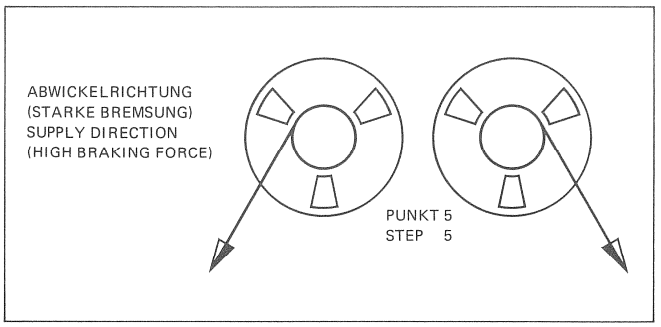

Fig.3.5
5. **Bremszug- Einstellung in Abwickel- Richtung** (starke Bremsung): -> Fig.3.5